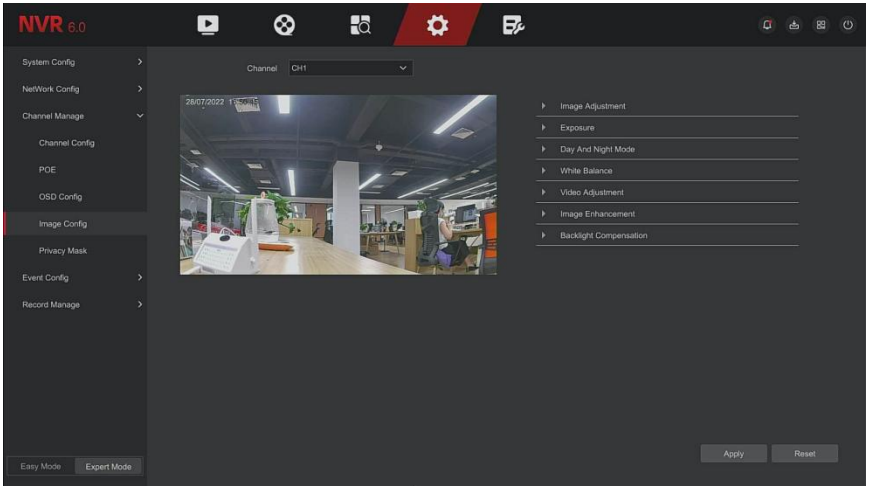

Figure 5-83
Step 1: In the main menu, click "Config → Expert Mode → Channel Manage → Image Config" to enter Image config interface, as shown in Figure 5-83 below.